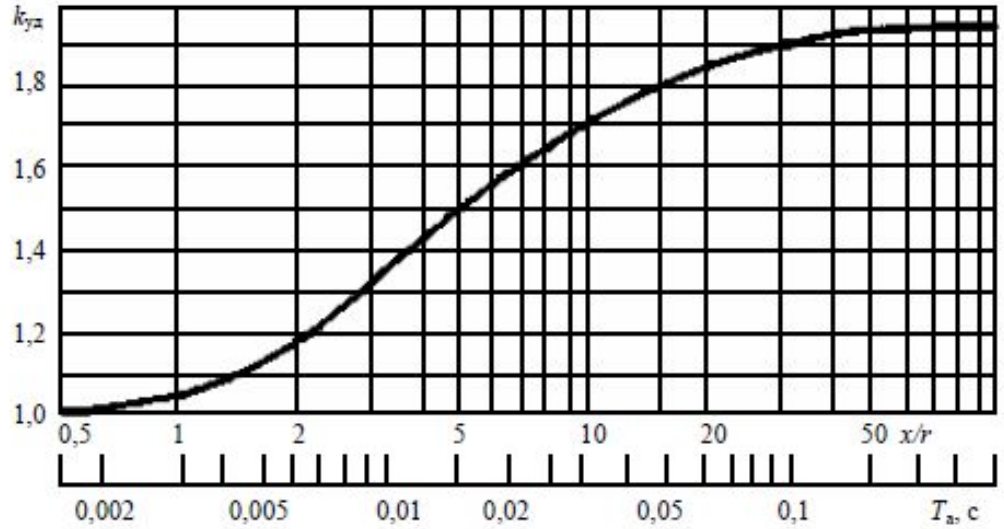

Рис. 5.3. Зависимость ударного коэффициента $K_{уд}$ от постоянной времени $T_а = x/r$
9. Определяем ударный ток, кА, в точке К1. Находим ударный коэффициент по кривой (рис. 5.3) в зависимости от отношения x_{Σ}/r_{Σ}:
КЗ в удаленных от генератора точках ударный коэффициент определяют по кривой зависимости $K_{уд} = f(T_а)$ (рис. 5.3).